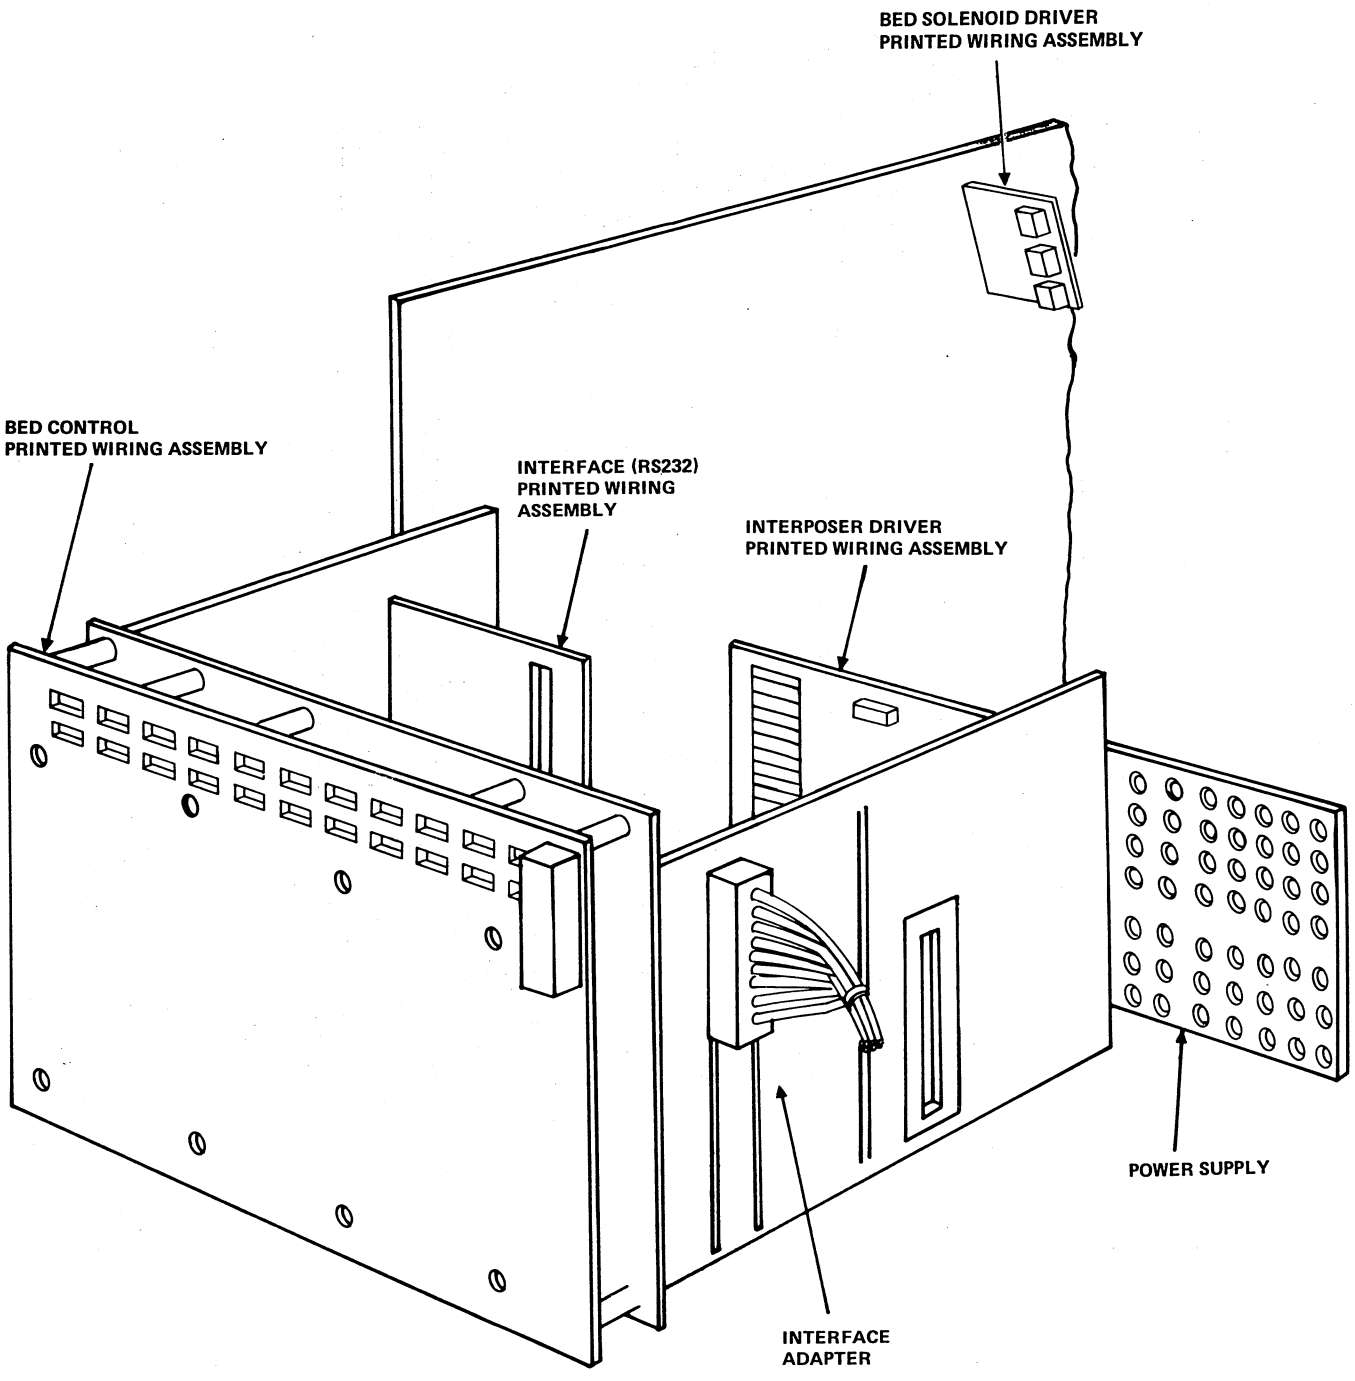

Figure 17-3. Power Supply and Logic Package Assembly
5. Inspect to see that all power supply fuses (figure 17-3) are seated properly in their holders.
2. Locate the ac terminal board in the lower right-hand corner of the card punch as viewed from the rear. Refer to figures 17-3 and 17-4.
Locate the interface printed wiring board at the rear of the output card punch. Refer to figure 17-3. Verify that the switches and jumpers on the interface printed wiring board are positioned as indicated in figure 17-7. The baud rate selection should be compatible with the rate selected on the eight-channel communication line adapter. Refer to section 19 of this manual for setting baud rates on the eight-channel communication line adapter.
2. Remove the interposer drive board from the shipping box and install it in the assigned output card punch card slot. Refer to figure 17-3. Ensure that a firm connection is obtained to the interface connector.